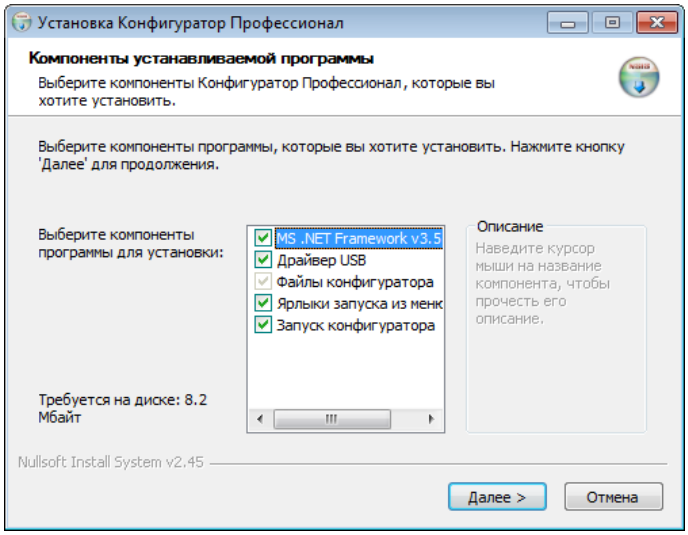

Рисунок 5.2 – Окно *Компоненты устанавливаемой программы*
4. В открывшемся окне оставьте установленными все флажки и нажмите кнопку Далее > (см. рисунок 5.2).